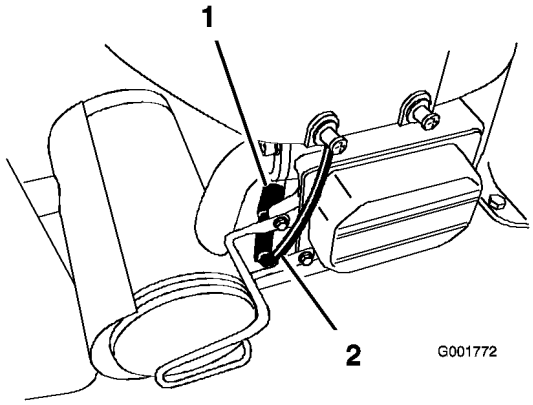

Figure 28
2. Débranchez le fil de la bougie (Figure 28). Nettoyez la surface autour de la bougie pour éviter que des impuretés n'endommagent le moteur en tombant à l'intérieur.
3. Reconnectez le fil à la bougie (Figure 28).